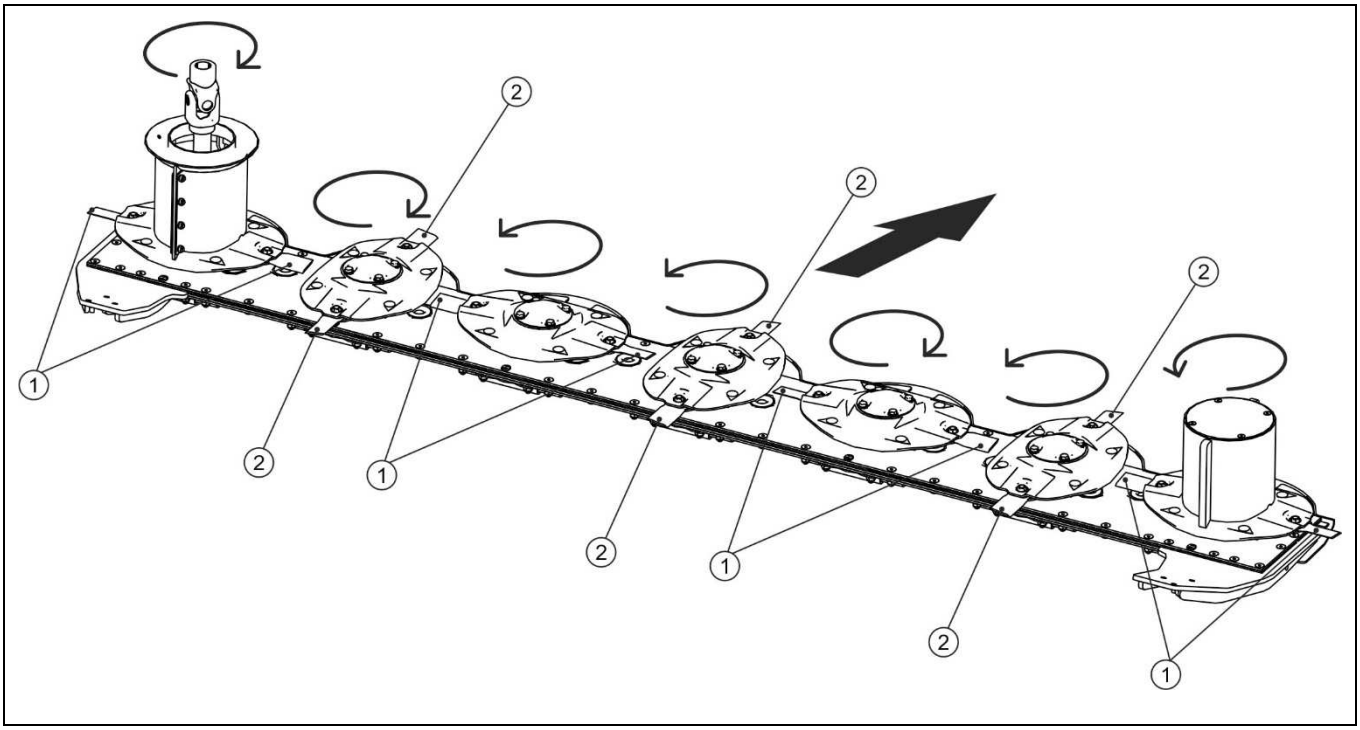

**РИСУНОК 5.2 Направление вращения режущих дисков**
*(1) правый срезающий нож, (2) левый срезающий нож*
В связи с различным направлением вращения режущих дисков (РИСУНОК 5.2) режущий брус оснащается правыми (A) и левыми (B) ножами. Направление вращения указывается на ноже.